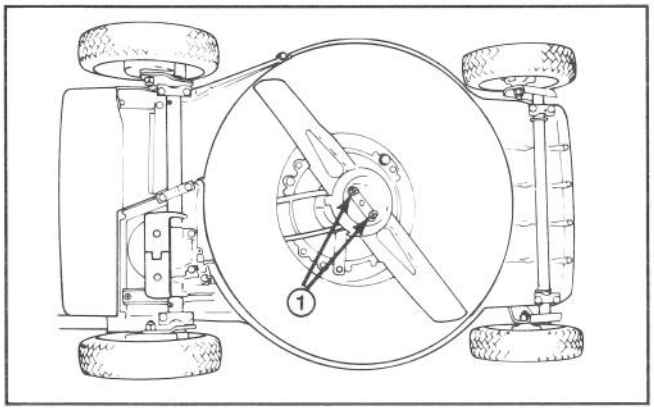

Figure 21
3. Tip mower on its left side (Fig. 21). Avoid rotating blade as starting problems may result.
5. REMOVING BLADE—Grasp end of blade using a rag or thickly padded glove. Remove (2) blade nuts, (2) washers, anti–scalp cup, and blade (Fig. 21 & 23).